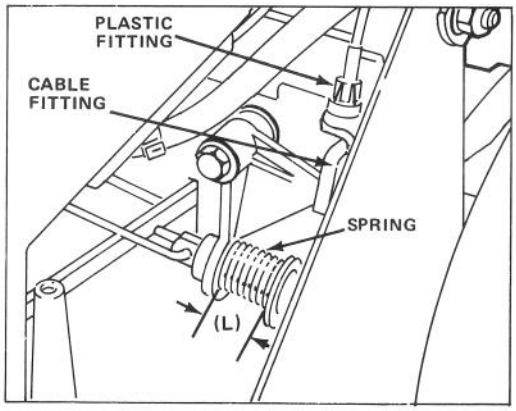

Figure 24
3. Move control bar down and lift up against handle. With control bar against handle, measure spring length (L) at the front of the spring as shown in figure 24.